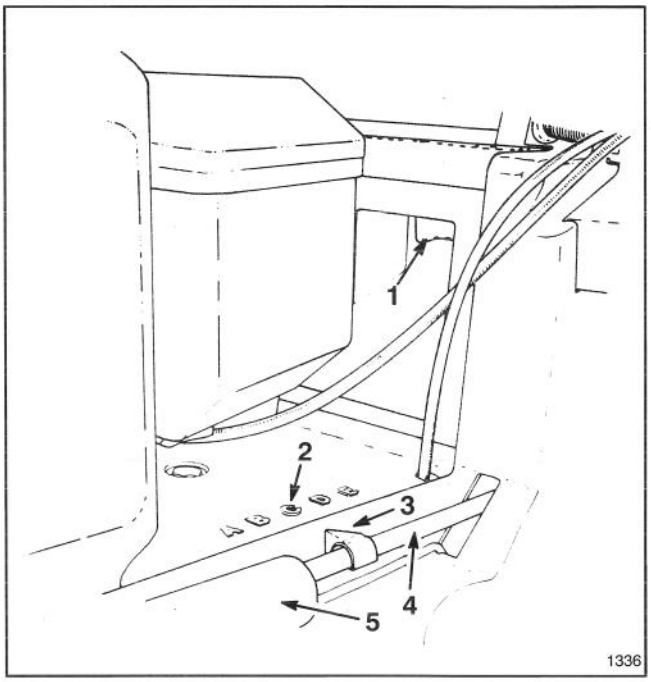

Figure 13
3. Use one or two fingers to squeeze the height-of-cut adjustment lever (Fig. 13).